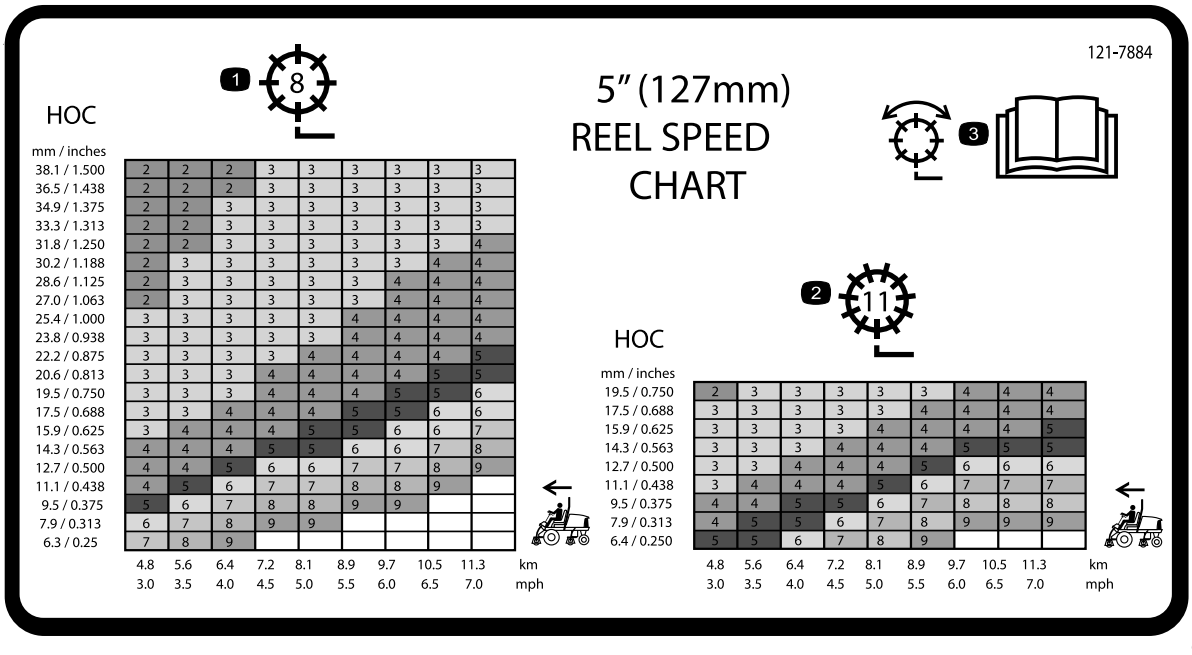

Figuur 35
3. Raadpleeg de tabel op de stickers met messenkooitoerentallen (Figuur 35 en Figuur 36) om het juiste messenkooitoerental te bepalen.